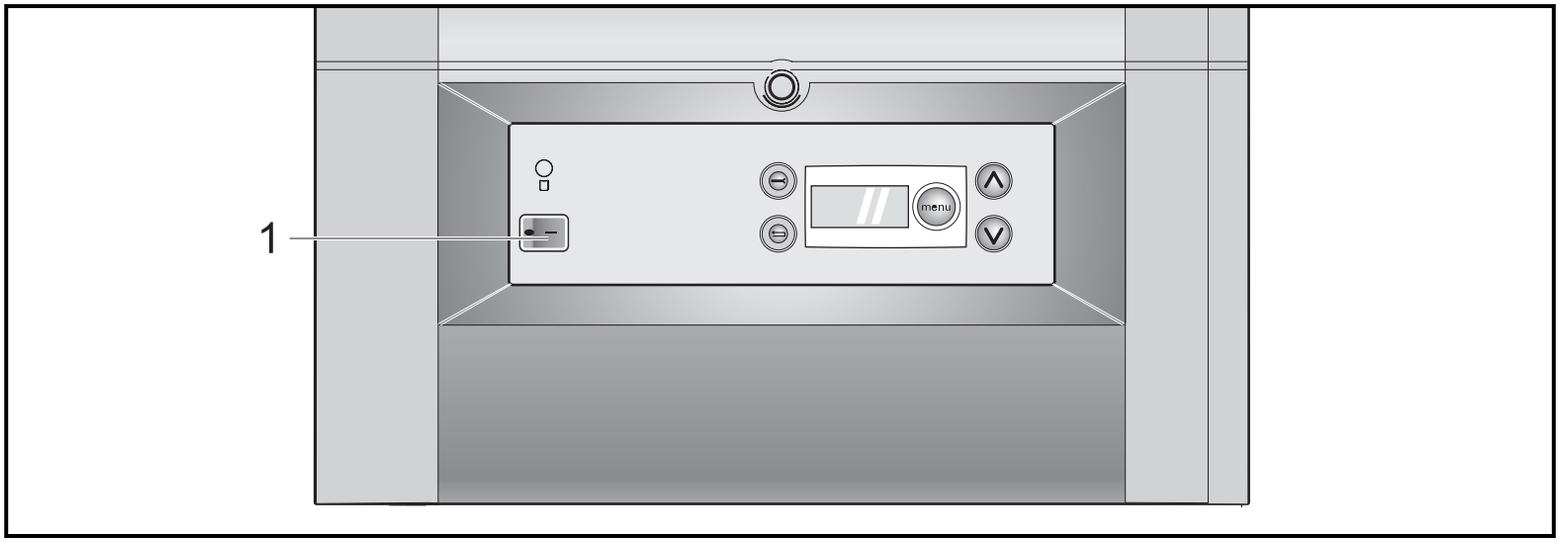

Figura 6 DBA - Interruptor de funcionamiento
- Coloque el interruptor de funcionamiento en la posición "0" (figura 6, pos. 1).